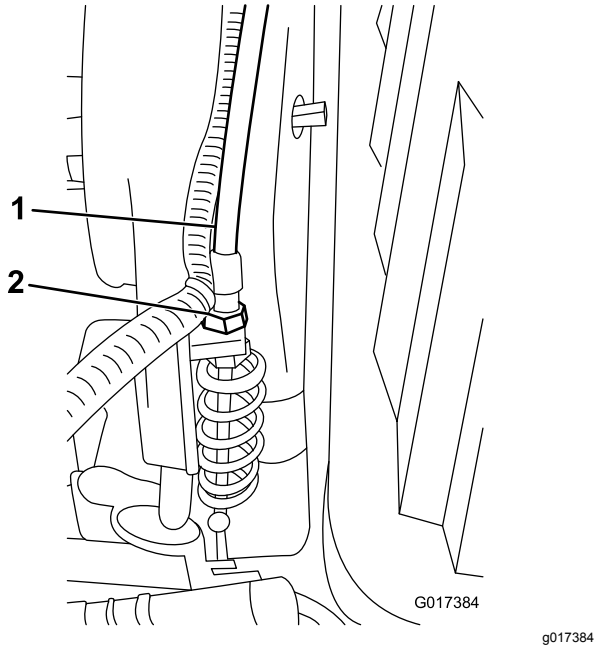

Figuur 51
3. Stel bij het schot van de transmissie de kabel voor de messenkooibediening af (Figuur 51) om een veerlengte van 70,6 tot 72,4 mm te verkrijgen.